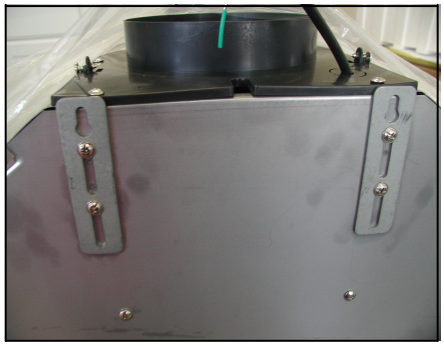

Figure 3
- Loosen hood-mounting brackets at the back of the hood, adjust brackets and tighten screws as shown in Figure 3.